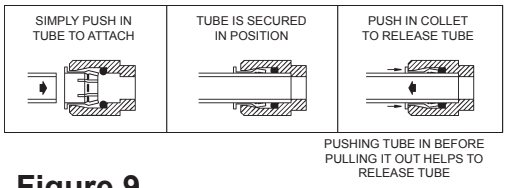

Figure 9
- See Figure 9 for the operation of Quick Connect Fittings.
4. Actuation of Quick Connect Water Fittings: Cooler is provided with lead-free connectors which utilize o-ring water seal. To remove tubing from the fitting, relieve water pressure, push in on the gray collar before pulling on the tubing. To insert tubing, push tube straight into fitting until it reaches a positive stop, approximately 3/4” (19mm). See Figure 9.